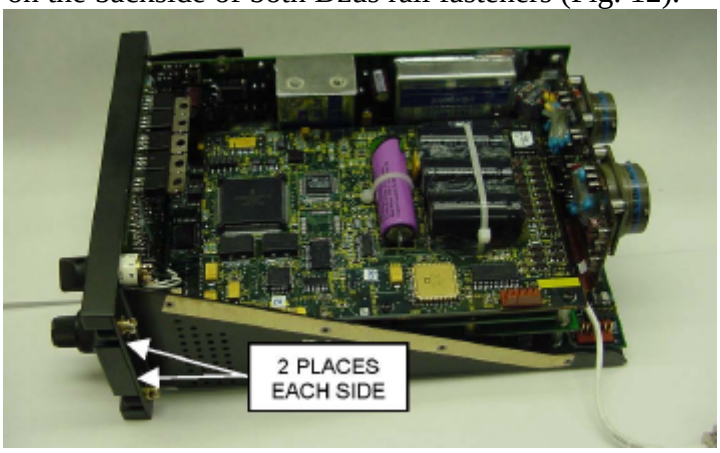

Figure 12
d. Position front panel in place; visually align pins of multi-pin connector before applying pressure to seat connection. Secure front panel by installing two screws on the backside of both Dzus rail fasteners (Fig. 12).